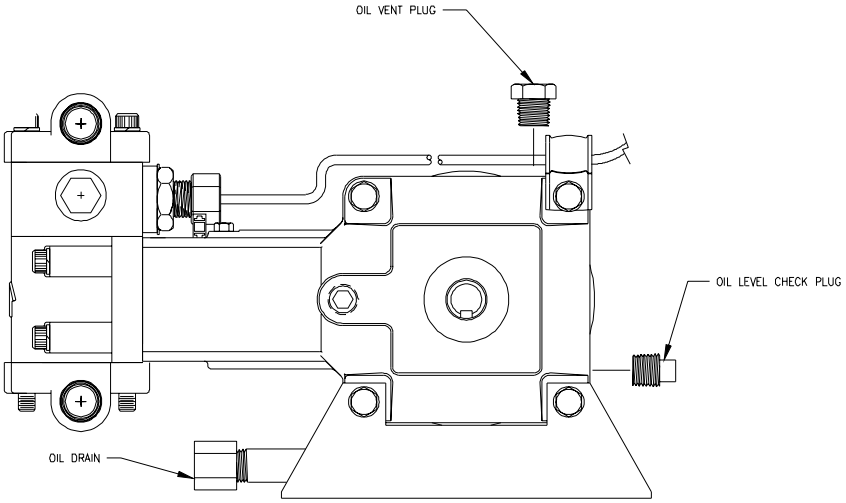

FIGURE 14
4) Check oil level in Injection Pump daily. If addition of oil is required, add Mobil #1 (5W30) ONLY. Drain and refill the pump after every 150 hours of operation. (See Figure 14).